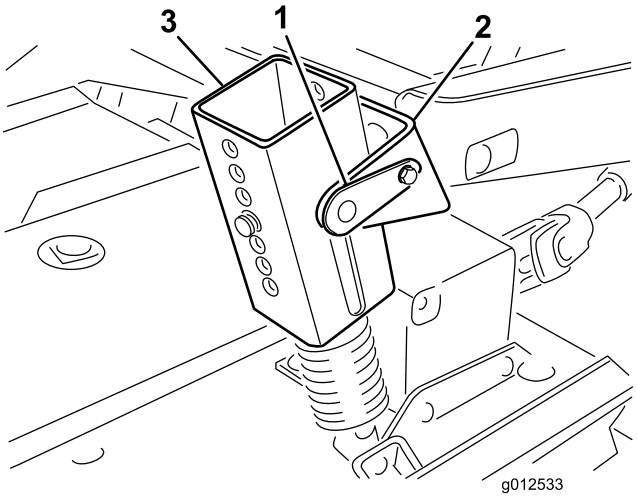

Bild 1
2. Nur Zugmaschinen der Serie 200: Nehmen Sie das Gegengewicht von der Zugmaschine ab, entfernen die Arretierbolzen aus den Halterungen, trennen die Federspanner von den Halterungen und legen sie auf das Mähwerk (Bild 1).
3. Senken Sie das Mähwerk ab und nehmen die vier Stifte aus den Schnitthöhenhalterungen (Bild 1).